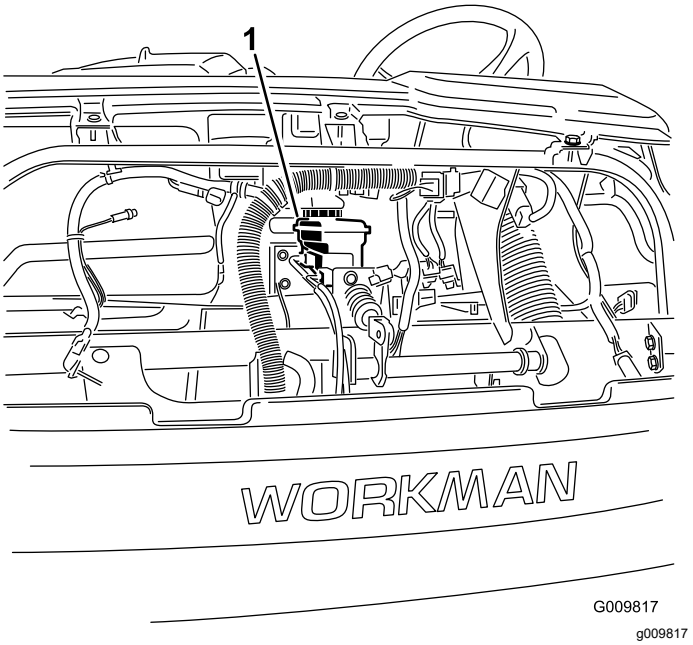

Figuur 57
4. Open de motorkap om toegang te krijgen tot de hoofdremcilinder en het reservoir (Figuur 57).